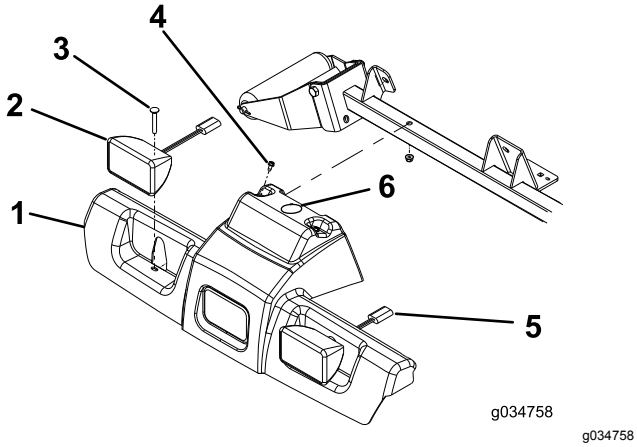

Figur 1
1. Fjern mutrene fra de to låseboltene som fester frontlysene til rammen på trekkenheten (Figur 1).
2. Fjern de to selvgjengende skruene som fester toppen av plattformdekselet til rammen (Figur 1).
3. Koble fra frontlyskontaktene og fjern plattformdekselet fra rammen (Figur 1).
4. Bor et 38 mm hull i plattformdekselet i plasseringen vist i Figur 1.